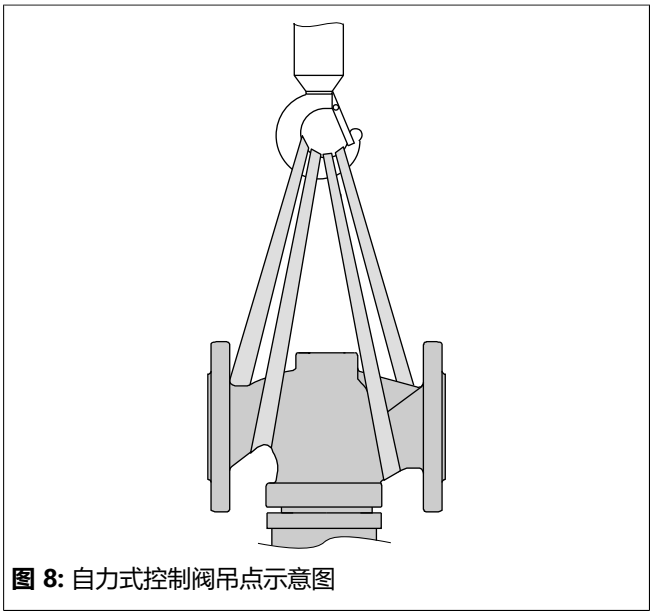

图 8: 自力式控制阀吊点示意图
⇨ 使用带安全锁扣的挂钩防止吊索在提升和运输期间滑离挂钩（参见 图 8）。
1. 将一根吊索附接至阀体的每个法兰以及起重机或叉车的装配设备（例如，挂钩）（请参见图 8）。